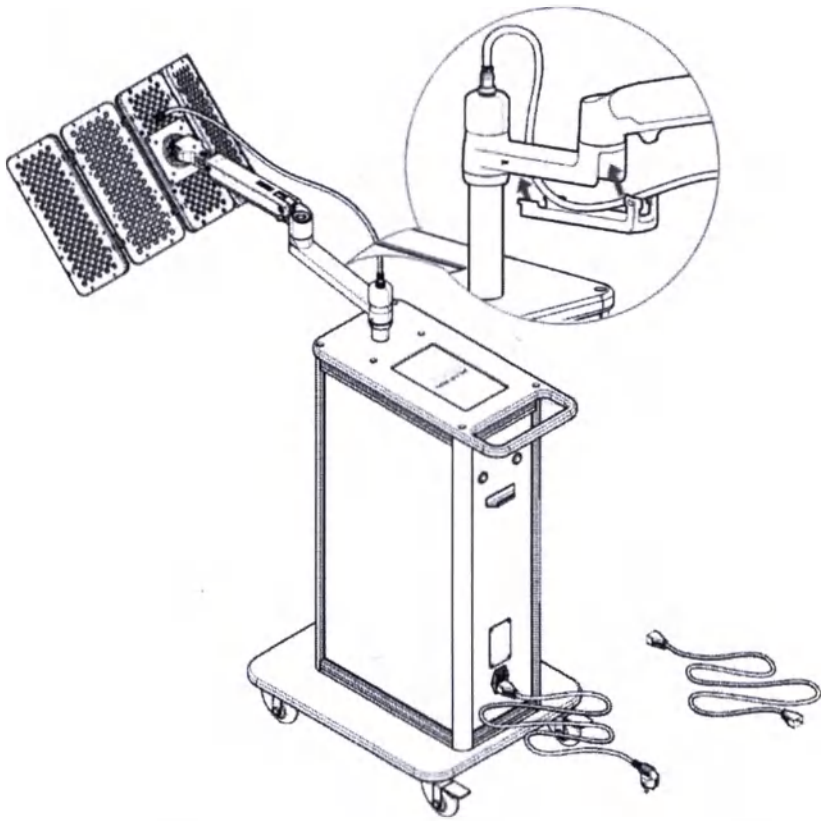

Рисунок 6 – Помещение кабеля в отсек кронштейна
8.1.3.8 Вставить сетевой кабель в разъем питания на задней стенке стойки аппарата. В случае, если длины сетевого, поставляемого в комплекте, недостаточно, использовать удлинитель сетевого кабеля, поставляемый в комплекте. Кабель, соединяющий излучатель и стойку, допускается прятать в специальный отсек кронштейна (см. рисунок 6).